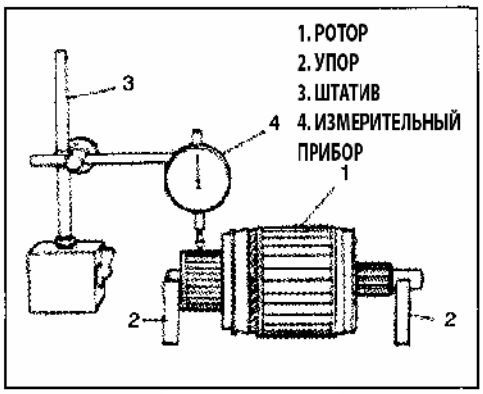

Рис. 216
• проверьте коллектор на износ при помощи упора. Если отклонения показаний измерительного прибора слишком большие, отремонтируйте или замените ротор (Рис. 216).